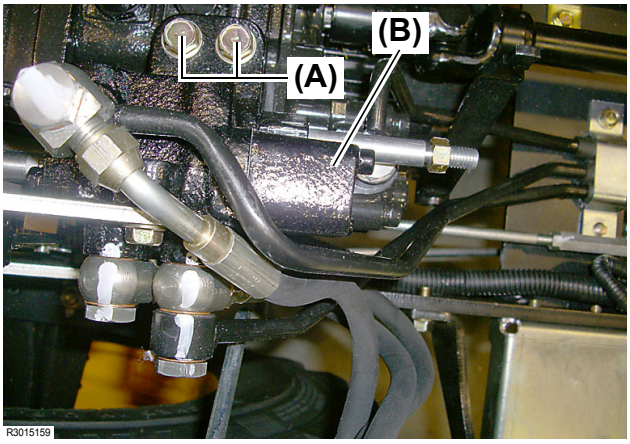

Fig. 9
8. Remove the two (2) M10 × 25 mm (L: 1.0 in.) bolts **(Fig. 9, (A))** and separate the control valve **(Fig. 9, 10, (B))** from the transmission.